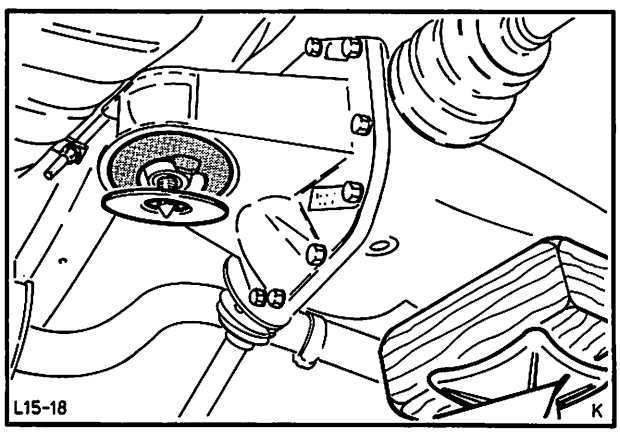

Abb. 36 Splintbolzen – Achsaufhängung hinten ausbauen
5. Hinterachse mit Wagenheber abstützen und Bolzen – Achsaufhängung hinten ausbauen (versplintete Kronenmutter), Abb. 36.